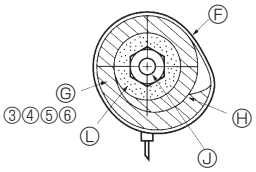
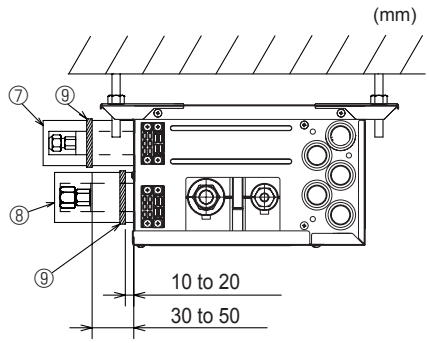

Fig. 7-3
Fig. 7-4
(3) Connect the refrigerant piping immediately. Always tighten the flared nuts to the torque specified in the table 2 using a torque wrench and double spanner.
(4) Press the pipe covers ③ and ⑤ on the liquid piping against the unit and wrap to hold in place. (Fig. 7-3)
(5) Press the pipe covers ④ and ⑥ on the gas piping against the unit and wrap to hold in place. (Fig. 7-3)
(6) Apply the supplied bands ⑨ at a position 10 - 20 mm from each end of the pipe covers (③④⑤⑥).
(7) If the indoor unit is not connected, fit the supplied pipe covers (with caps, ⑦ and ⑧) to the branch box refrigerant piping connections against the unit to prevent condensation dripping from the pipes. (Fig. 7-4)
(8) Clamp the pipe covers (⑦⑧) in place with the supplied bands ⑨.
► **Use the following procedures for indoor connection part which indoor unit is not connected. (Fig. 7-4)**
(1) In order to prevent refrigerant leaks, make sure that the flare nuts are tightened according to the specified torques* in Table 3.
(2) In order to prevent condensation, install the pipe covers ⑦ ⑧ against the unit and fasten them with the supplied bands ⑨ .